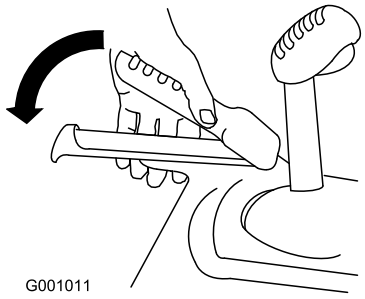

Figur 28
1. Pressa ned det vänstra (drivnings)reglaget till handtaget, för att koppla in hjuldrivningen (Figur 28).